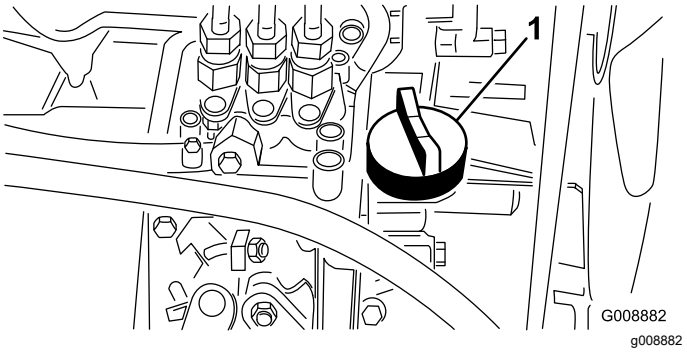

Rysunek 60
4. Jeśli poziom oleju okaże się za niski, odkręć korek wlewu (Rysunek 60) i stopniowo dolewaj olej małymi porcjami, często sprawdzając jego poziom, aż zostanie osiągnięta kreska „full” na bagnecie.